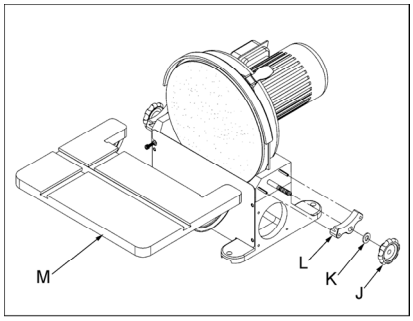

Fig 7
Entfernen Sie die Klemmgriffe (J, Fig 7), Scheiben (K), Schwenksegmente (C) und den Schleiftisch (M).